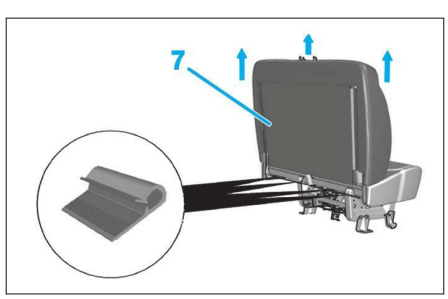

Fig. 28
• A l'aide d'un tournevis plat, dégrafer la housse (7) et la déposer **(Fig.28)**.